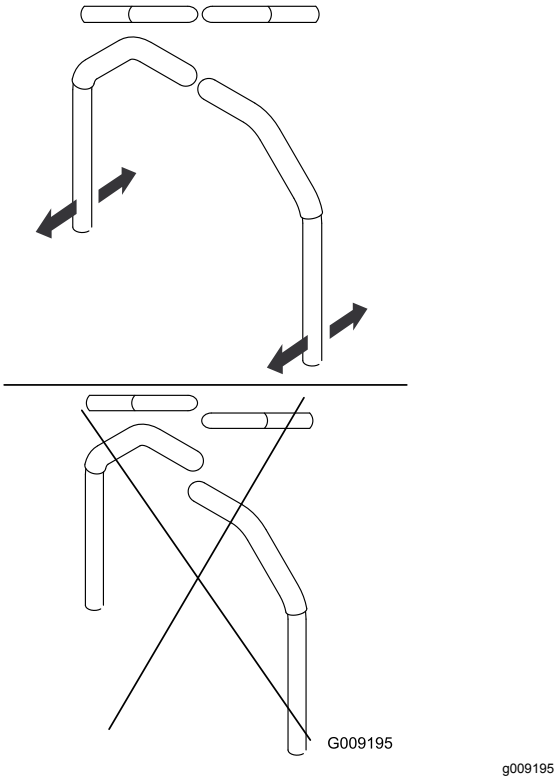

Рисунок 60
3. Отрегулируйте продольное положение рукояток, установив их вместе в нейтральное положение и выровняв по горизонтали (Рисунок 60).